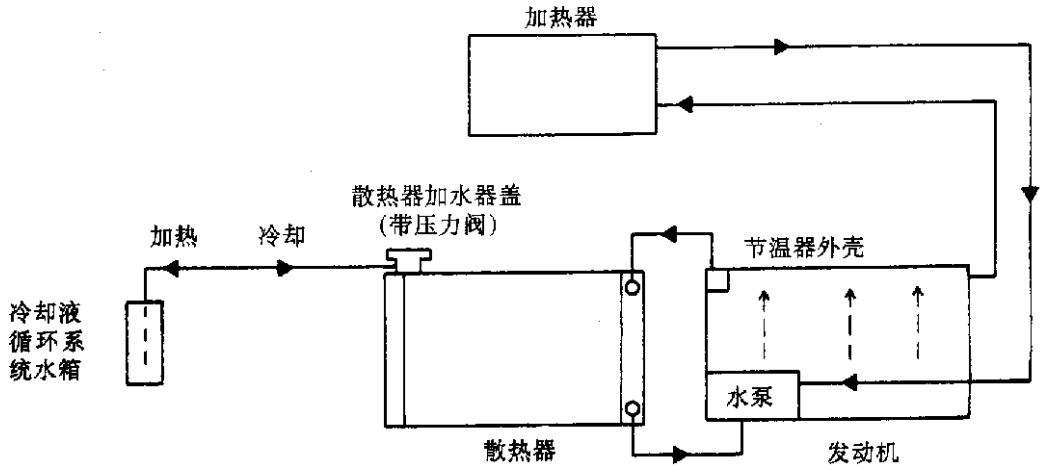
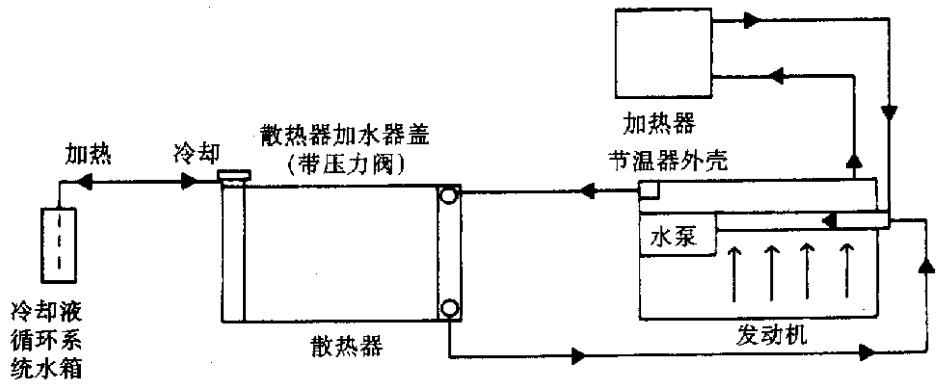

图5-1　2.4L、3.3L和3.8L发动机冷却系统操作示意图
图5-2　3.0L发动机冷却系统操作示意图
2.4L、3.3L和3.8L发动机冷却液流动回路见图5-1，3.0L发动机冷却液流动路径见图5-2。2.5L发动机冷却系统结构布置图见图5-3，2.4L、3.3L和3.8L发动机冷却系统结构布置图见图5-4。